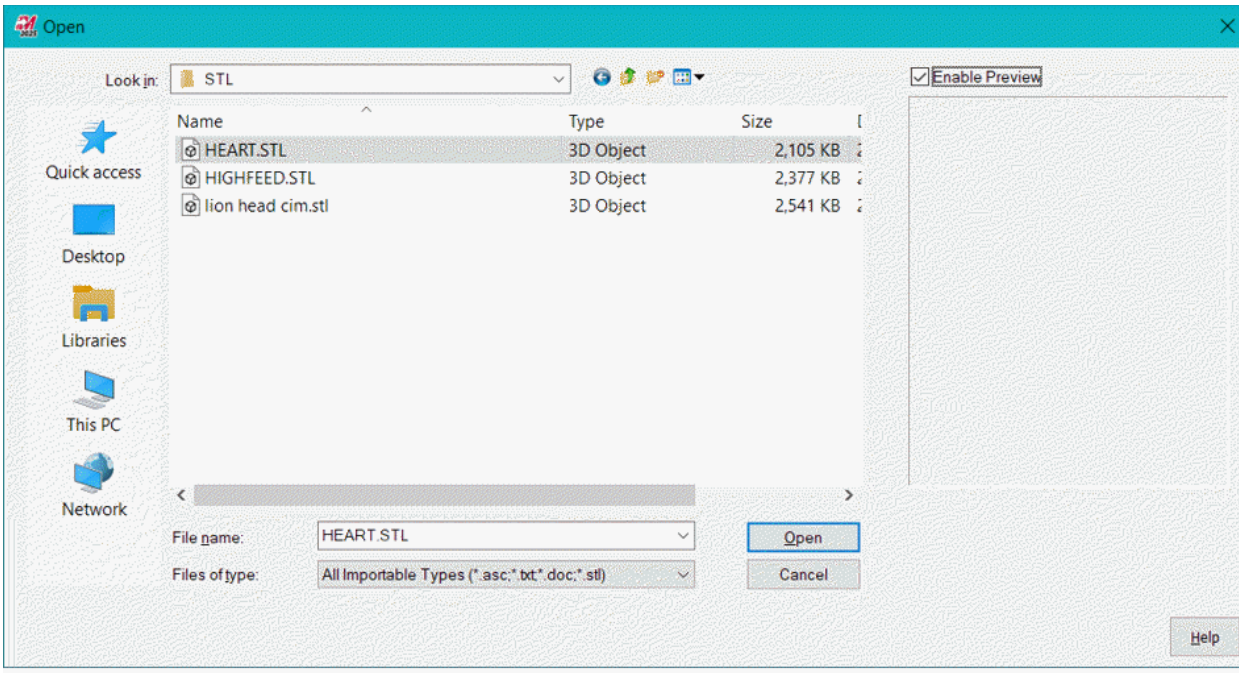
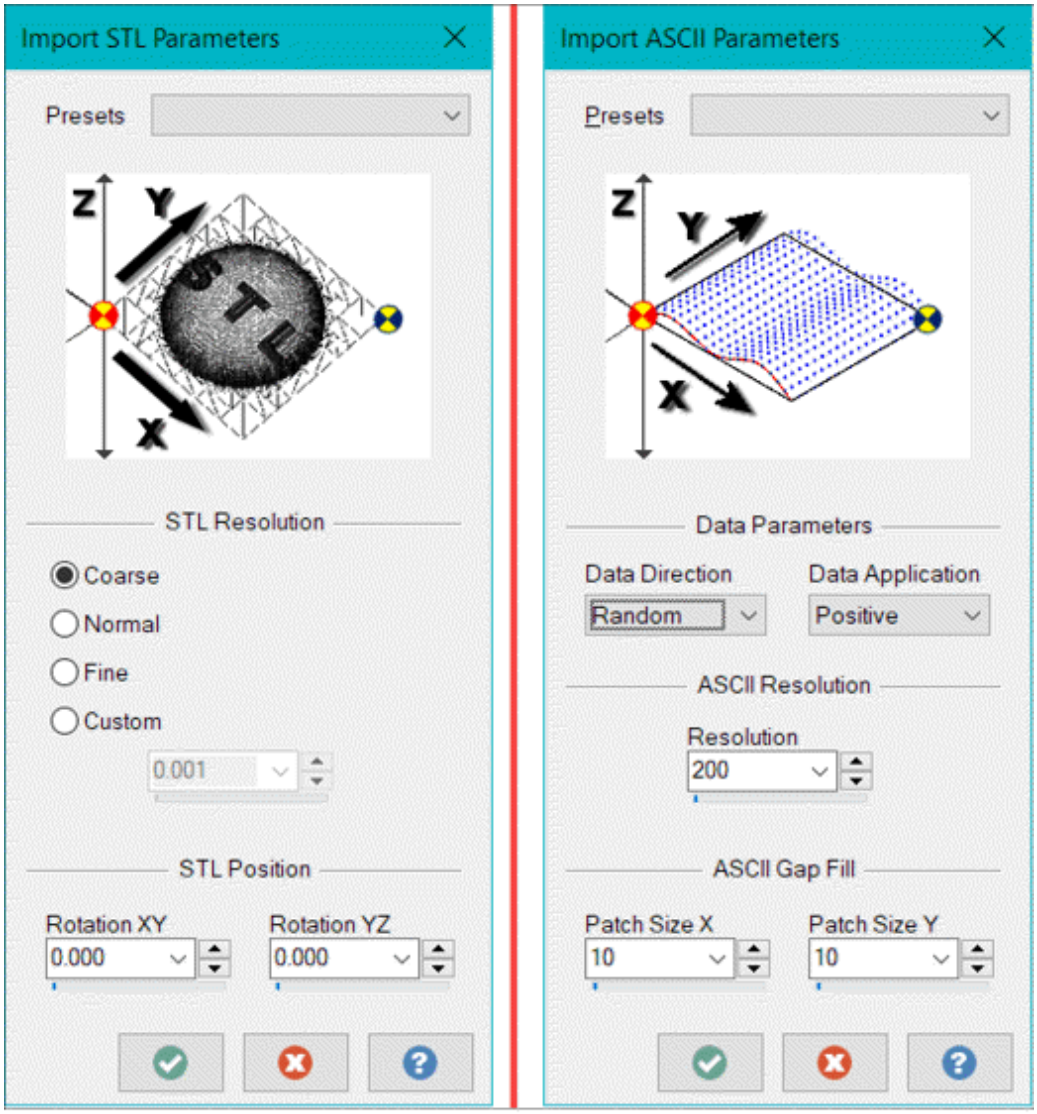

Figure-10. Open dialog box
Figure-11. Import Parameters dialog box
- Select desired file to be imported (an STL file in our case); refer to Figure-10 and click on the **Open** button from the dialog box. The **Import STL Parameters** dialog box will be displayed; refer to Figure-11.